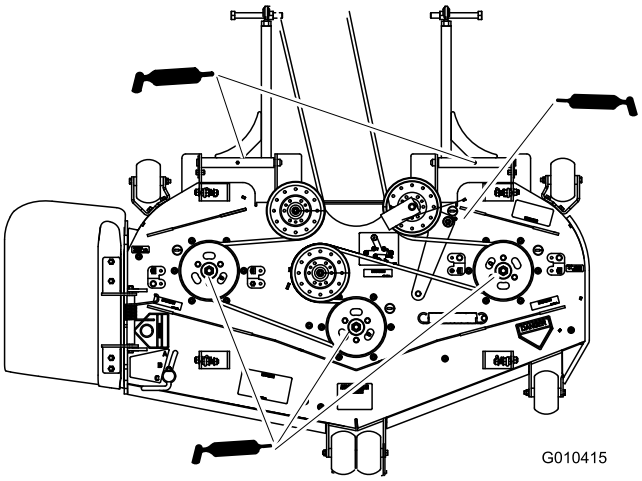

Figur 40
6. Smør de tre spindellejer, indtil der kommer fedt ud af de nederste tætninger (Figur 40).
7. Smør styrearmen på plæneklipperskjoldet (Figur 40).
8. Smør fittingerne på løftearmene (Figur 40).